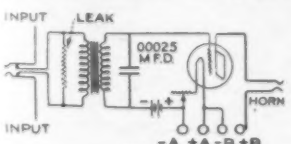

Fig. 2
Q. **I am getting excellent results with my receiver on the first step of A.-F. amplification, but when I use the second step, the volume is great but the signals fuzzy, especially on the higher notes. How can I remedy this?** A. This is often the case, especially if more than two steps of A.-F. amplification are used. To clarify the signals try placing a .00025 fixed condenser across the secondary of the last transformer, also try a .0005-mfd. condenser. Another method is to place a grid leak across the primary of this transformer. (Fig. 2.)